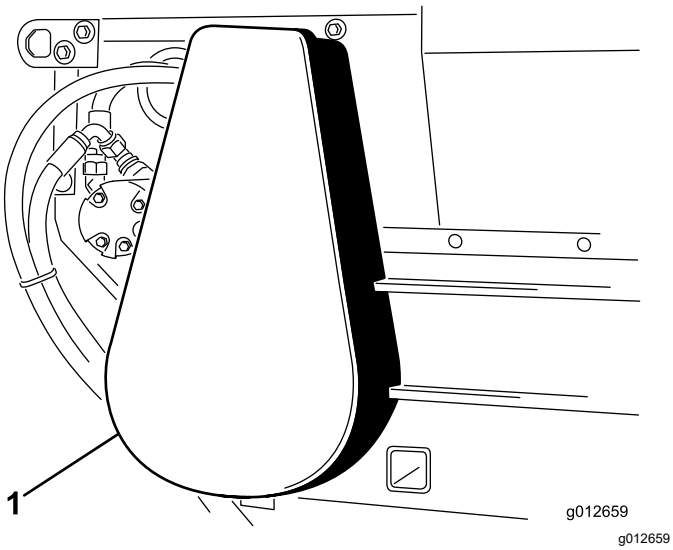

Figur 28
1. Ta bort kedjehuset (Figur 28).